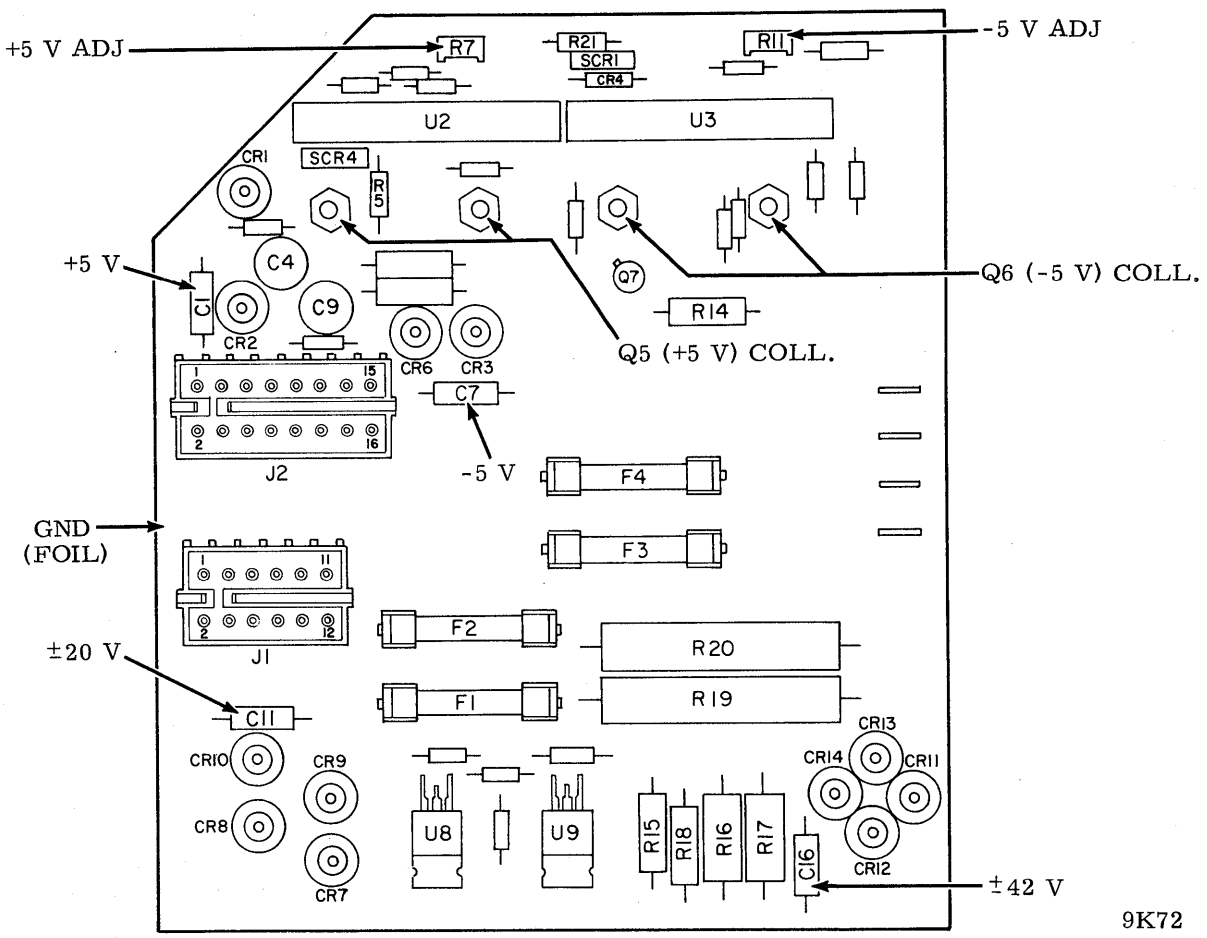

Figure A-1. AC-Input Probe Points on _XKV Board
The first five steps in the procedure, along with the resistance readings in table A-4, assure that the _XKV board itself is not shorted. This ensures that the subsequent ac input readings will be valid indication of the transformer's performance. Table A-5 shows the oscilloscope connections for monitoring the ac input to each supply. Figure A-1 gives the location of those monitoring points on the _XKV board. Figure A-2 shows the square-wave input (secondary-winding output) and the nominal ac voltages, the latter given more precisely in table A-5.
8. Connect the scope's ground probe to the ground-plane foil of the _XKV board (refer to figure A-1).
10. Connect the scope's + probe (i.e., CH1 or CH2, depending upon scope set-up) to either lead of the input filter capacitor listed in table A-5 for the voltage to be checked. (Refer to figure A-1 for capacitor locations.)